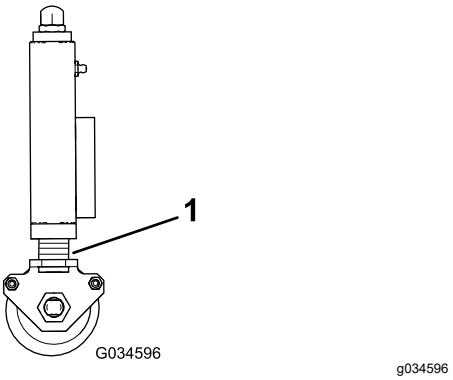

Figur 27
2. Påse at alle klippeenhetene er stilt inn på samme klippehøyde ved å referere til indikatorringene (Figur 27).